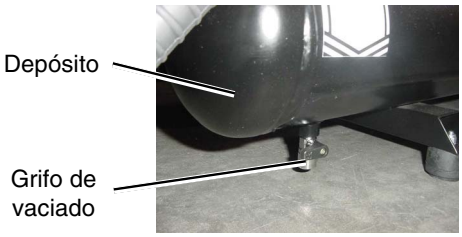

fig.6
B) Abrir gradualmente el grifo de vaciado, purgar y eliminar todo el aire que se encuentra dentro del depósito para prevenir corrosiones internas en el depósito (fig. 6).